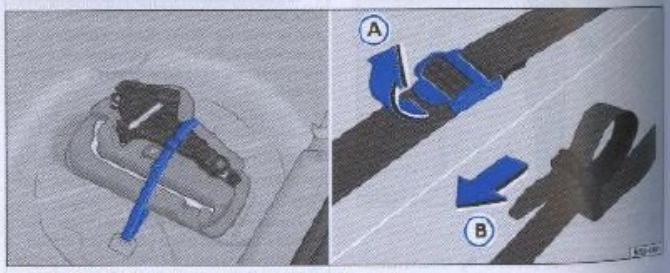

Fig. 125 Cinta de fijación de la caja de herramientas de bordo
– Tire de la hebilla en el sentido de la flecha ⇒ página 194, fig. 125 Ⓐ para soltar la cinta de fijación.
– Pase la cinta por la hebilla en el sentido de la flecha ⇒ página 194, fig. 125 Ⓑ y tírela firmemente para fijar la caja de herramientas.